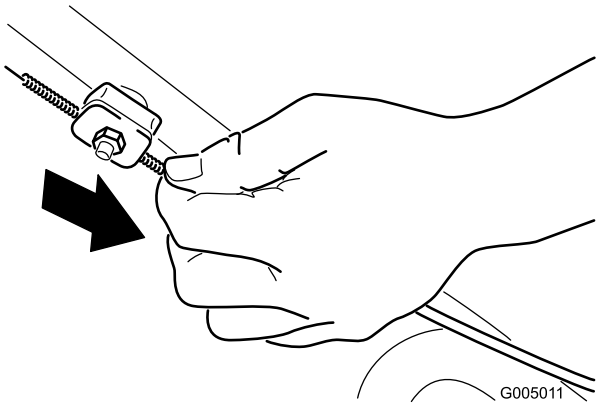

Figure 22
2. Tirez la gaine du câble vers le bas (vers la machine) jusqu'à ce qu'il n'y ait plus de mou dans le câble (Figure 22).